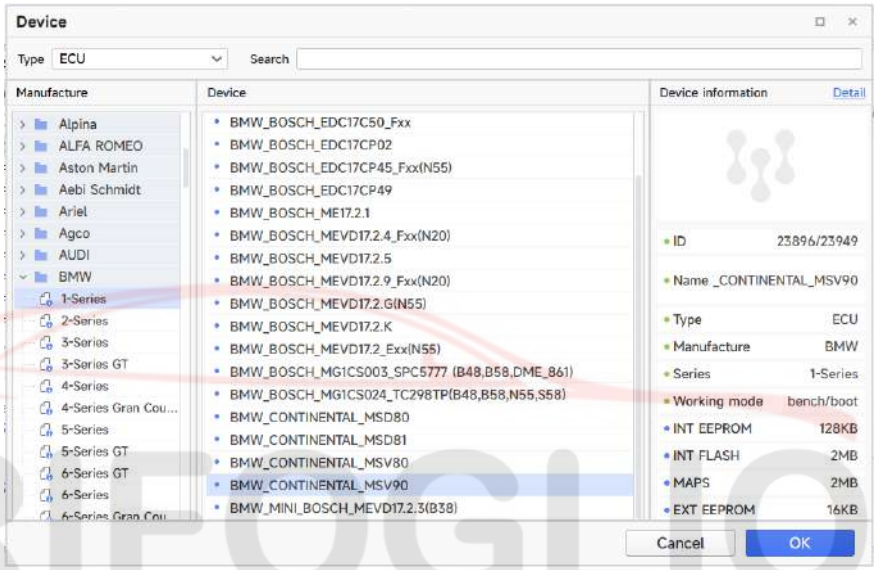

Figure 8.2.1
1. Select the module type'ECU/BMW/1-Series' menu, and select MSV90 as shown in Figure 8.2.1.